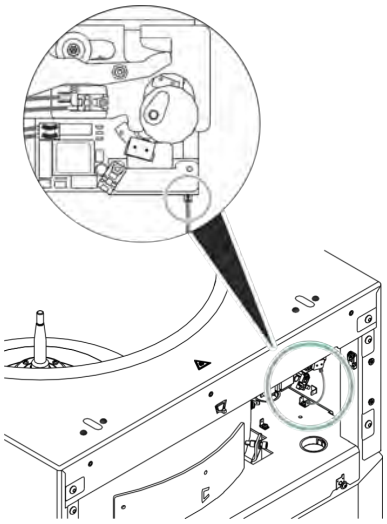

Fig. 56: Disconnect the protective conductor.
5. Disconnect the protective conductor connection from the lid lock (*Fig. 56*).
3. Plug the protective conductor connection into the lid lock (*Fig. 56*).